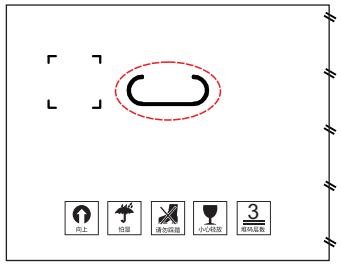

图4.1 产品纸箱
1.纸箱上的红色区域为扶手区域，可以沿虚线部分去掉椭圆纸片。（如图4.1所示）